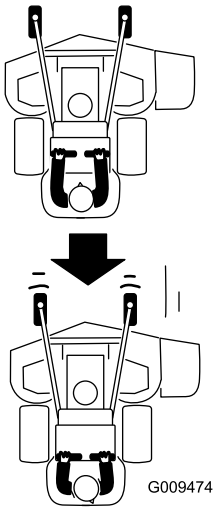

Figur 23
2. Træk bevægelseshåndtagene langsomt bagud (Figur 23).